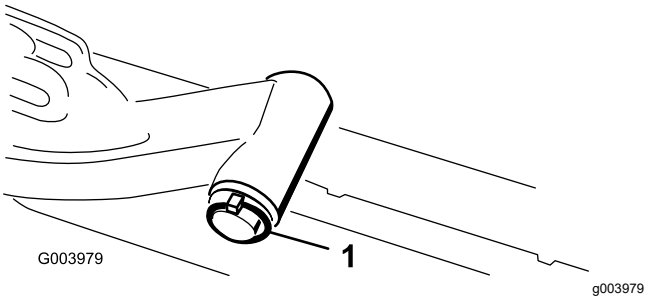

Figur 11
1. Ta bort hjulsprinten och brickan som håller fast lyftarmens svängaxel på lyftarmen, och skjut ut lyftarmens svängaxel ur lyftarmen (Figur 11).
3. Sätt i lyftarmens axel i lyftarmen och fäst den med brickan och hjulsprinten (Figur 11).